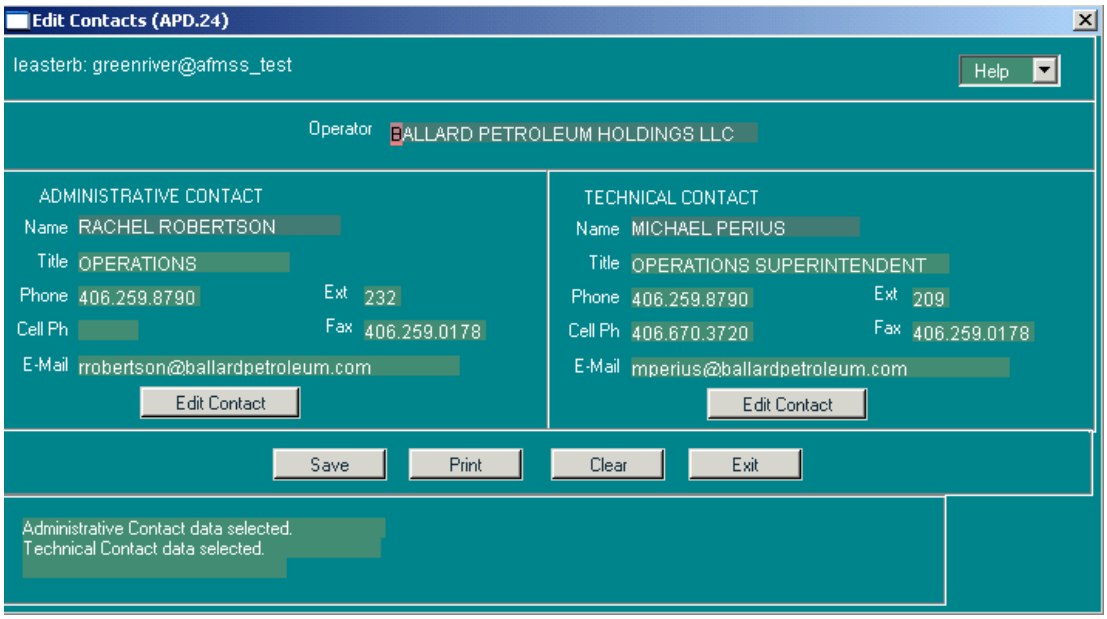

Figure 10-8: Edit Contacts (APD.24) Window
19. Click **Contacts** to launch the *Edit Contacts (APD.24)* window (Figure 10-8). An administrative contact for an operator must be listed in Non-Indian AFMSS before an EC transmission can be sent through WIS. This contact name should autopopulate in the **Administrative Contact** field in *APD.24*. The **Technical Contact** field may be blank. To enter or replace a contact in either field, click the **Edit Contact** button below the field to launch the *Customer Contacts (GLB.12a)* window. After returning to *APD.24*, click **Save** to save changes into Non-Indian AFMSS. Click **Print** to launch the *Non-Indian AFMSS Print Confirmation (GLB.49)* window to choose printing options. Then click **Print** to launch the *WinPreview* window to review or print a copy. Click **Exit** to return to *GLB.81*.